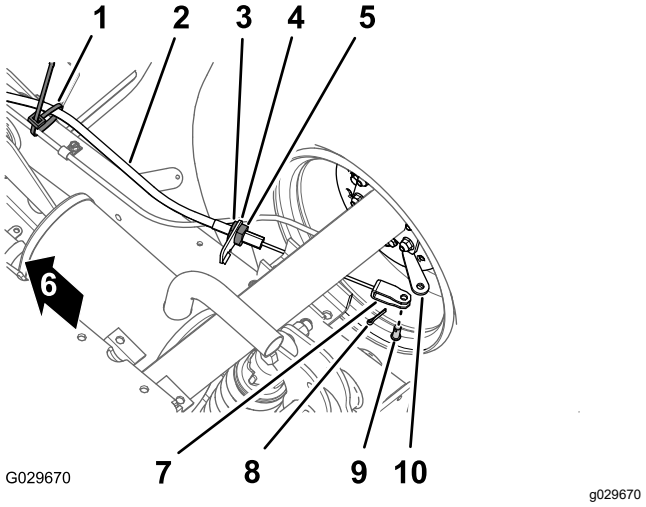

**Figura 44**
1. En la parte inferior de la máquina, retire la brida que sujeta el cable del freno de estacionamiento a la línea del freno de servicio (Figura 44).
2. Marque una raya de rotación en la contratuerca delantera del cable del freno de estacionamiento (Figura 44).
3. Afloje la contratuerca trasera y retire el cable del soporte del cable de freno (Figura 44).
4. Retire la chaveta y el pasador que sujetan la horquilla del cable del freno de estacionamiento a la palanca de activación del freno, y desconecte el cable de la palanca (Figura 44).
1. Lleve el ajustador roscado del cable de freno de estacionamiento hasta el soporte del cable del freno, y la horquilla hasta la palanca de activación del freno (Figura 44).
3. Alinee el ajustador roscado del cable del freno de estacionamiento con el soporte del cable de freno, y apriete la contratuerca trasera (Figura 44).